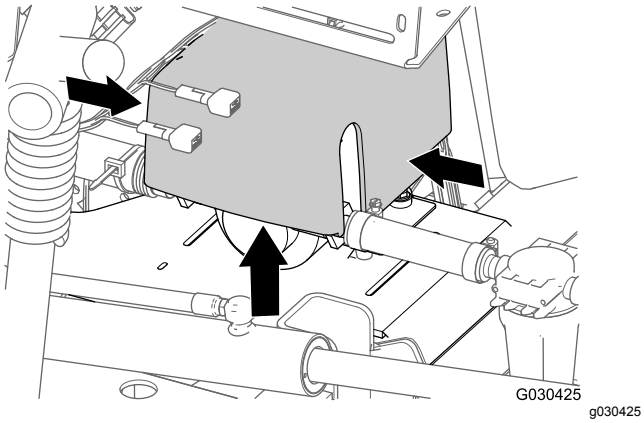

Figur 13
1. Bak på maskinen, klem sammen siden av skyllepumpedekslet og løft dekslet opp til tappene på dekslet går klar av sporene i salplaten, og fjern dekslet fra maskinen (Figur 13).